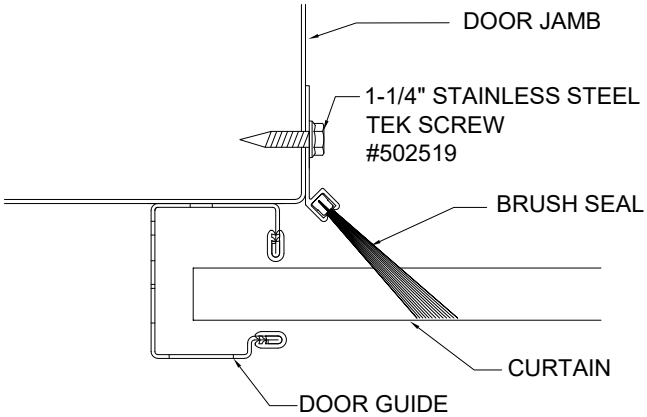

Figure 16
11.2 Close the door before installing the brush seal. Position brush seal so it just touches the flat portion of the inside of the curtain (See Figure 16). Fasten brush seal to jamb every 12" with appropriate fasteners.